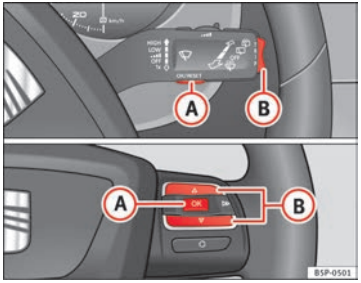

Abb. 41 Wipptasten A und B. Bedienelemente am Lenkrad.
– Zum Umschalten von einem Speicher auf einen anderen drücken Sie bei eingeschalteter Zündung kurz die Taste ⇒ Abb. 41 (A) am Scheibenwischerhebel oder die Taste (A) der Bedienelemente am Lenkrad ⇒ Abb. 41.